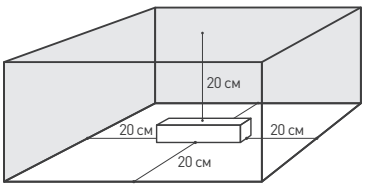

Рис. 1. Свободное пространство вокруг источника
4.3. Для естественной вентиляции обеспечьте не менее 20 см свободного пространства вокруг источника питания, как изображено на рис. 1. При невозможности обеспечить свободное пространство используйте принудительную вентиляцию.